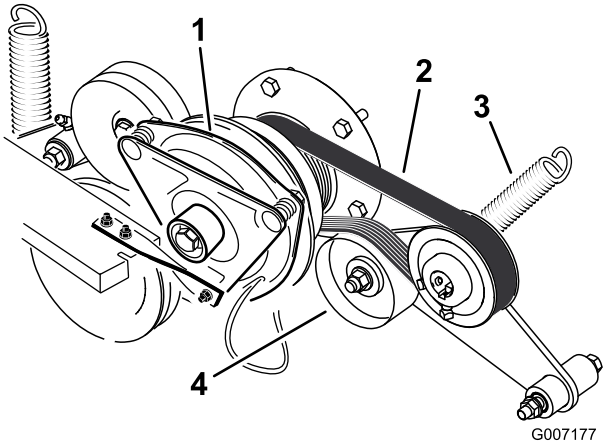

Figur 65
3. Demontera fjädern på remskivearmen (Figur 65).
4. Montera den nya remmen runt motorns och hydropumpens remskiva (Figur 65).
6. Montera fjädern på remskivearmen (Figur 65).